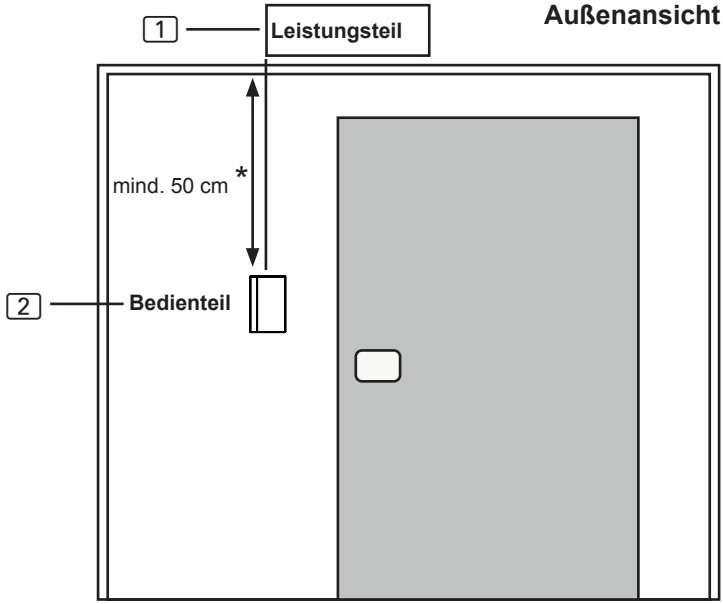

Abb.4 Position Bedienteil
Das Bedienteil [2] wird an der Kabinenwand im maximalen Abstand von 10 Metern zum Leistungsteil [1] montiert (siehe **Abb.4**).
* Bei Montage innerhalb der Saunakabine ist ein Mindestabstand von 50 cm zur Kabinendecke einzuhalten (siehe **Abb.4**).